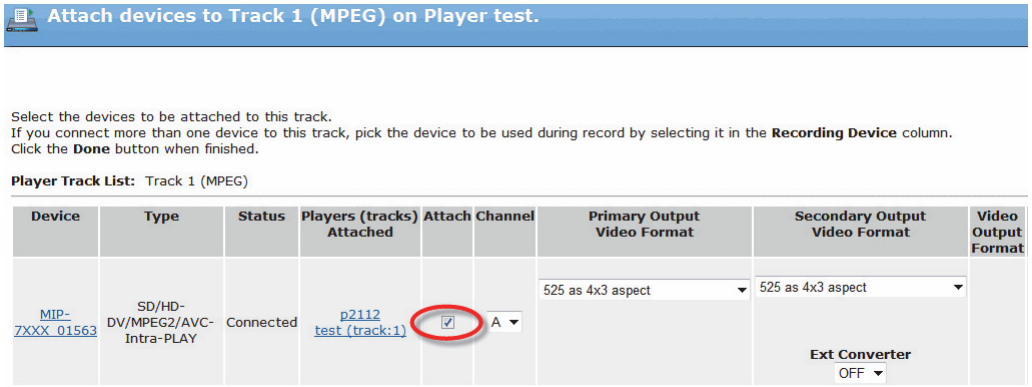

Figure 10–8: Attach Devices Page
2. For each track, click the **Attach Devices** button (within each track section) to display the **Attach Devices** page as shown in *Figure 10–8*.